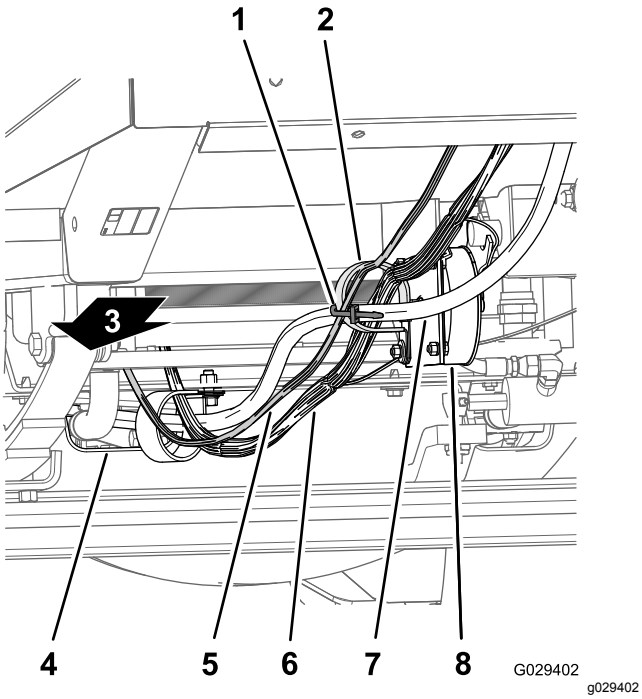
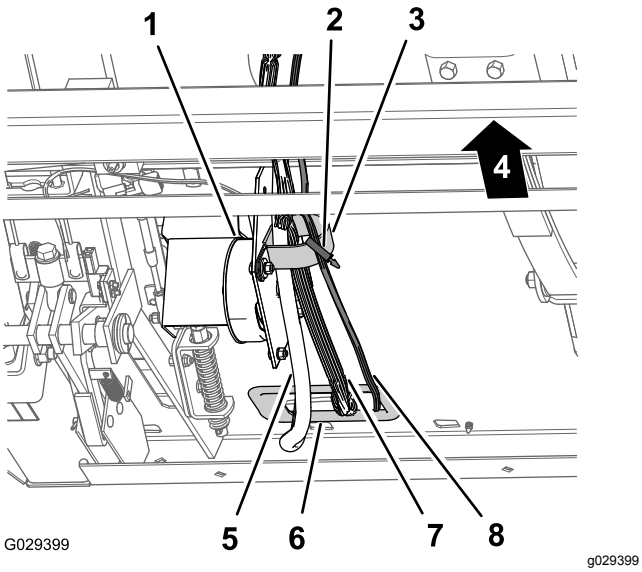

Figur 195
Figur 196
1. Dra kablagets instrumentbrädsdel på 240 cm längs maskinens kablage och styrslangar (under kylaren) genom R-klämman längst ner på kylarstödet och genom R-klämman vid hastighetsspakens spole (Figur 195 och Figur 196).
2. Dra kablagets instrumentbrädsdel på 240 cm till R-klämman vid hastighetsspakens spole (Figur 195 och Figur 196).